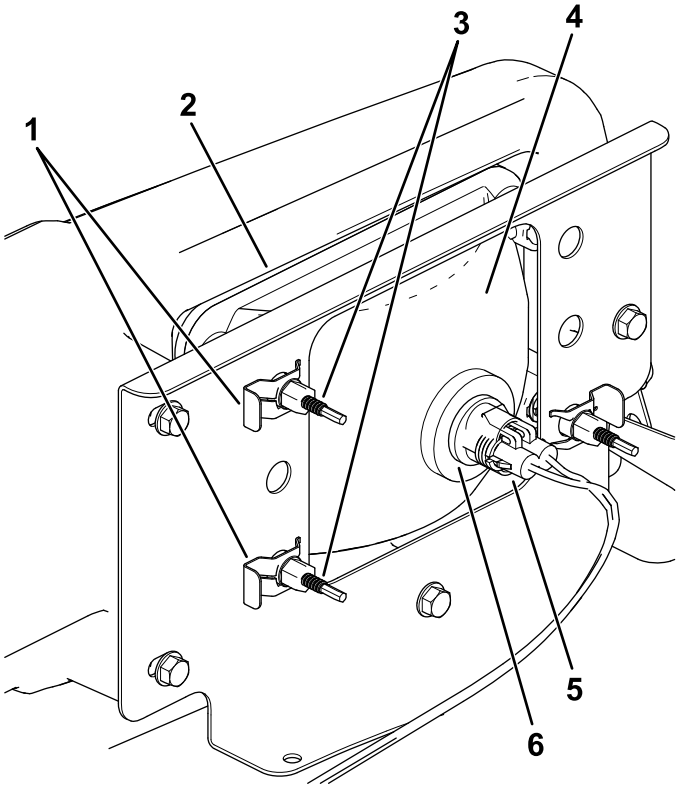

Figuur 53
3. Koppel de elektrische aansluiting voor de kabelboom los van de aansluiting van de lamp (Figuur 53).
4. Verwijder de snelklemmen waarmee de koplamp aan de koplampbeugel is bevestigd (Figuur 53).
5. Verwijder de koplamp door deze naar voren door de opening in de voorbumper te trekken (Figuur 53).
6. Monteer de nieuwe koplamp via de opening in de bumper (Figuur 53).
8. Koppel de elektrische aansluiting voor de kabelboom aan op de aansluiting van de lamp (Figuur 53).
5. Draai achteraan de koplamp de stelschroeven (Figuur 53) om de koplamp te draaien en de straal te richten.